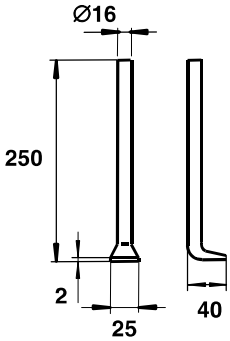

Fig. 1
- Detachment tool for the casing wear ring/sideplate. Fig. 1.
The casing wear ring (502.11) between the closed impeller and volute casing and also the casing wear ring (502.12) between the impeller and casing cover in the pump type EPT can be removed with a suitable tool by using the three notches situated under the casing wear ring, Fig. 1.
3 The sideplate can now be removed with a proper tool from the volute casing. Fig. 1.